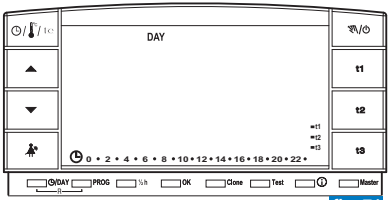

fig. 71
- Pulsar la tecla **OK** para configurar el apagado de la pantalla de las 0:00 a las 6:00 Hr. (ejemplo fig. 71).
- Pulsar la tecla **OK**: después de 3 minutos se obtiene el apagado de la pantalla durante las 24 horas del día (ejemplo fig. 71).